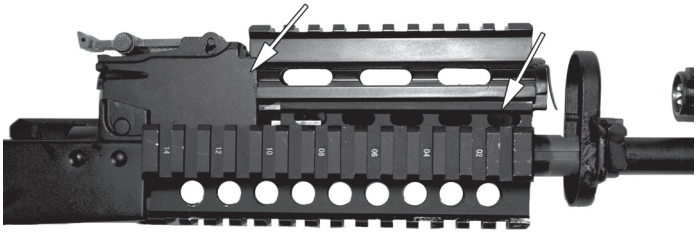

Rys. 98. Zintegrowany zespół łoża z nakładką z szynami – montaż nakładki
- Włożyć cienki występ nakładki do gniazda podstawy celownika i docisnąć nakładkę do łoża uzyskując wstępne połączenie, występy nakładki powinny znajdować się wewnątrz łoża (rys. 98).